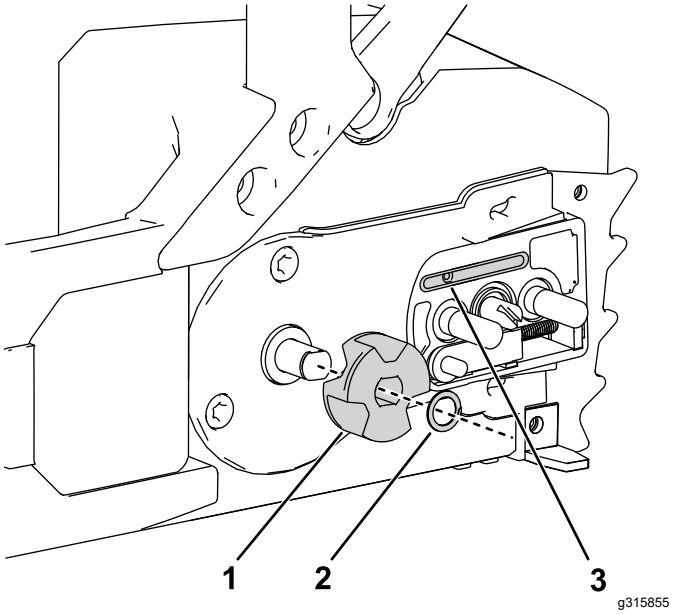

**Figur 29**
5. Fjern rørbøjlen, og drivkædehjulet fra kædesaven (Figur 29).
9. Kontrollér olieafløbet (Figur 29) for snavs, og rengør om nødvendigt området.